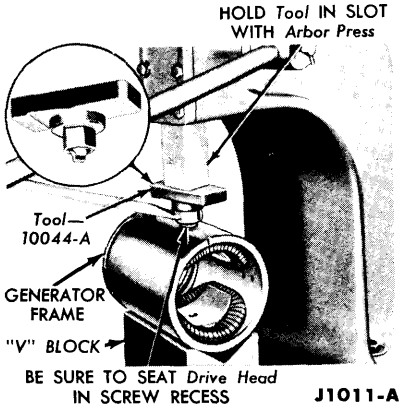

FIG. 9—Pole Shoe Screw Removal
4. Remove the "field" and "ground" terminal screws from the generator frame, and unscrew the field pole shoe screws as shown in Fig. 9. The arbor press prevents the tool from slipping out of the screw socket.
2. Tighten the field pole shoe screws (Fig. 9). **As the screws are tightened, strike the frame several sharp blows with a soft faced hammer to seat and align the pole shoes.**